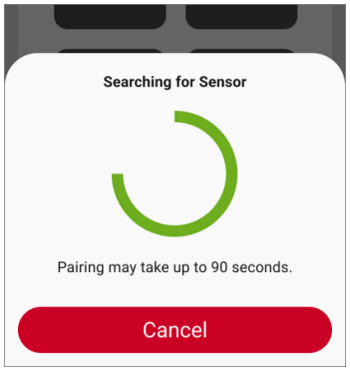

Fig.16
6. Tap on a Sensor's widget **(Fig. 15A)**. A "searching" message will appear **(Fig. 16)**.